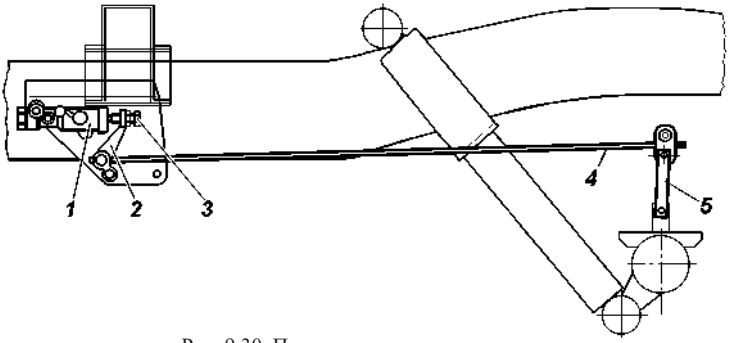

Рис. 9.30. Привод регулятора давления:
В процессе эксплуатации и при замене задних рессор, необходимо регулировать усилие упругого рычага 4 (рис. 9.30) на поршень регулятора. Регулировку производите в следующей последовательности:
5. Вращением гаек 4 и 6, выберите слабину тросов 1, 7, 8. При этом необходимо выдержать размер Г=1 мм (min), Д=35 мм (min) и разницу размеров М и Н не более 6 мм (рис. 9.30). При выборе слабины тросов, перемещение рычагов 9 не допускается.